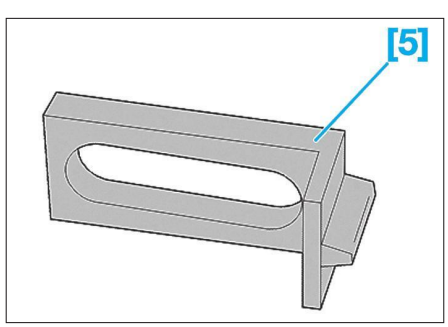

**Fig. 6**
- [5] Bloc volant moteur (réf : 0188.F) **(Fig.6)**.